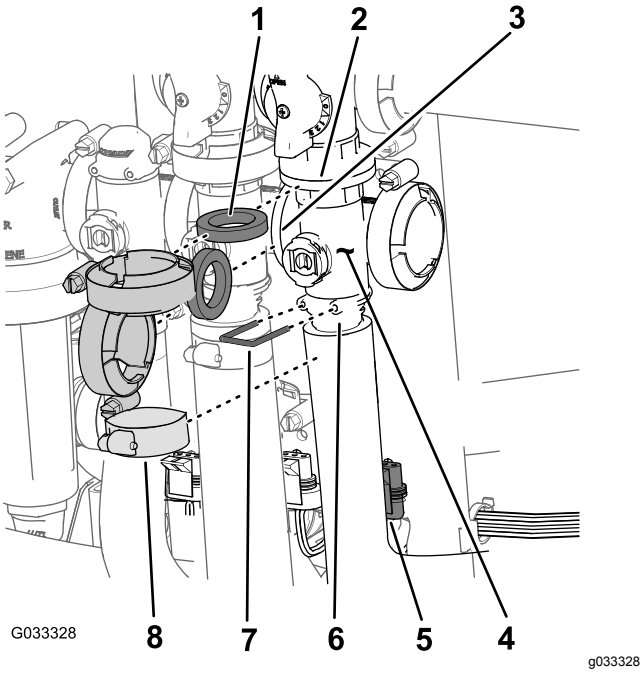

Rysunek 71
1. Zdejmij obejmy i uszczelki mocujące rozgałęźnik nadrzędnego zaworu zraszania (Rysunek 71) do nadrzędnego zaworu obejścia zraszania, zaworu mieszania oraz rozgałęźnika nadrzędnego zaworu zraszania (na końcu przewodu prowadzącego do przepływomierza).
2. Zdejmij element ustalający mocujący złącze wylotu do rozgałęźnika nadrzędnego zaworu zraszania (Rysunek 71).